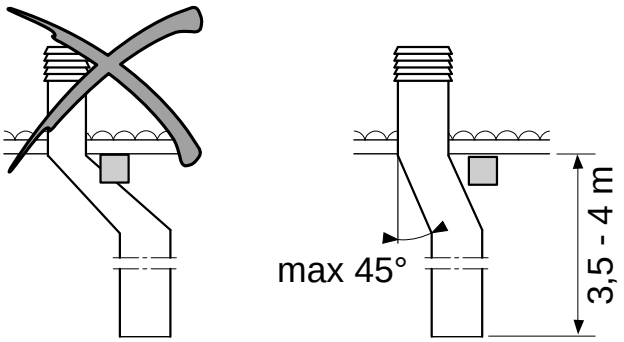

Fig. 6.1.2
- Le dimensioni della **CANNA FUMARIA** dovranno essere conformi a quanto riportato nella scheda DATI GENERALI. È consigliabile l'uso di canne fumarie coibentate in refrattario o in acciaio inox di sezione circolare, con pareti interne a superficie liscia. La sezione della canna fumaria dovrà mantenersi costante per tutta la sua altezza. Si consiglia un'altezza minima di 3,5 ÷ 4 m (fig. 6.1.2).
- The size of the **FLUE** must comply with TECHNICAL SPECIFICATIONS. It is recommended to use flues insulated preferably in a refractory material or stainless steel with a circular cross-section and smooth internal walls. Flue cross-section should be kept constant for its entire height. A minimum height of 3.5 ÷ 4 m is recommended (fig. 6.1.2).
- Die Abmessungen des **RAUCHFANGS** müssen den Angaben im allgemeinen DATENBLATT ENTSPRECHEN. Es ist empfehlenswert, isolierte Rauchfänge aus Schamotte oder Edelstahl mit rundem Querschnitt und Innenwänden mit glatter Oberfläche zu verwenden. Der Durchmesser des Rauchfangs muss über seine gesamte Länge gleich sein. Es wird eine Mindesthöhe von 3,5-4 m empfohlen (Abb. 6.1.2).